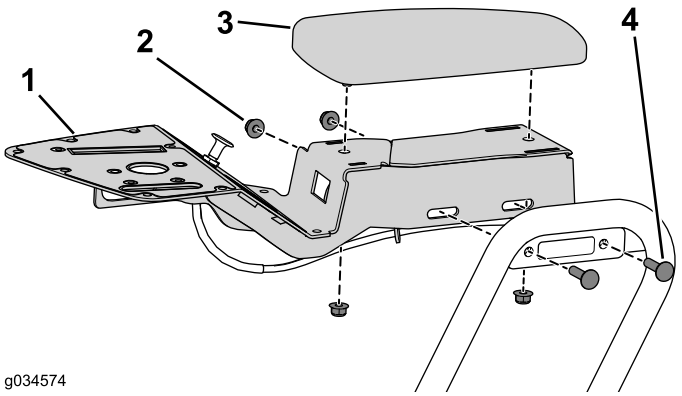

Figure 14
1. Retirez les 2 boulons de carrosserie et écrous à embase qui fixent la console à son support (Figure 14).
2. Retirez les 2 écrous à embase qui fixent l'accoudoir sur la console (Figure 14).